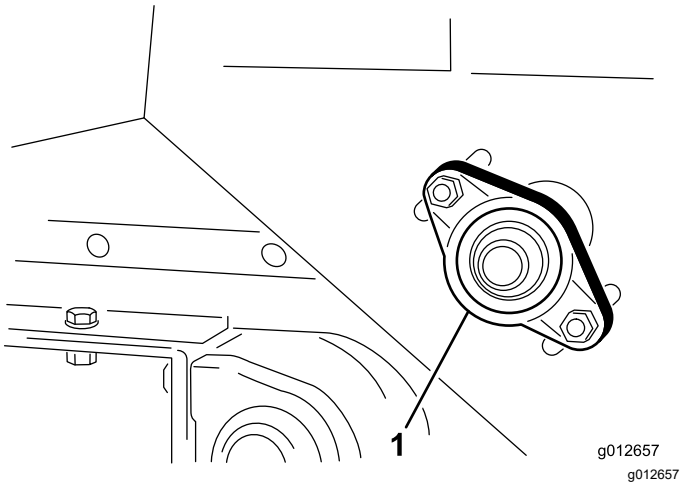

Figur 40
1. Løsne mutrene som fester lagerhuset (Figur 40), på høyre side av maskinen.